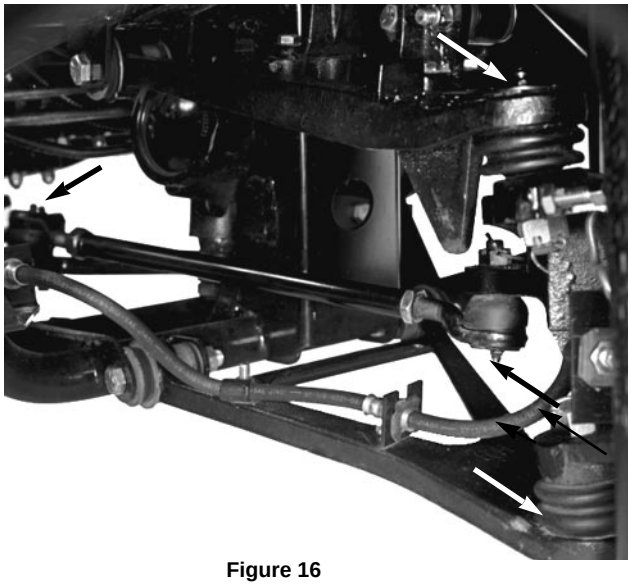
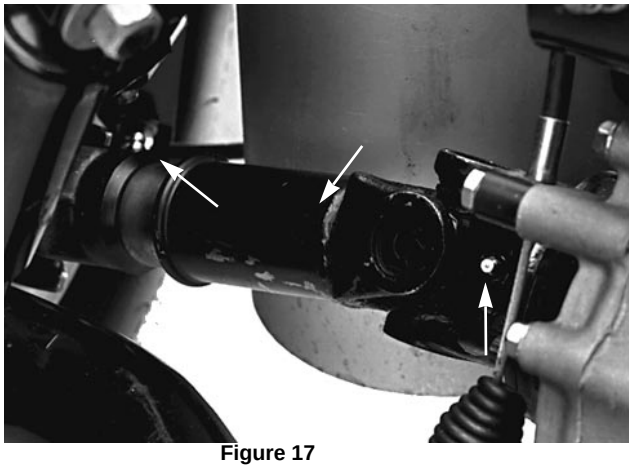
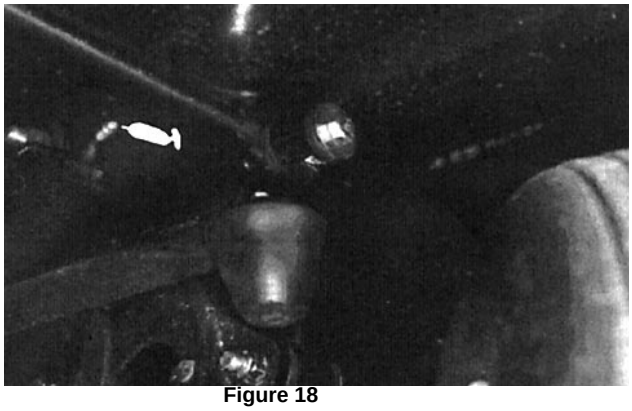
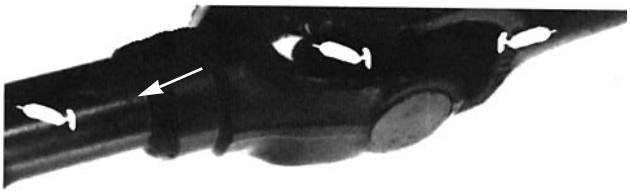

Figure 16
Figure 17
Figure 18
Figure 19
The grease fitting locations and quantities are: Tie rod ends (4) (Fig. 16); Front ball joints (4) (Fig. 16); Rear drive shafts (6) (Fig. 17); Front pivot bushings (2) (Fig. 18); Mid drive shaft—4 Wheel drive only (3) (Fig. 19); Pedal Pivots (4) (Fig. 20); Steering shaft (1) (Fig. 21) and Accelerator Arm (1) (Fig. 22).